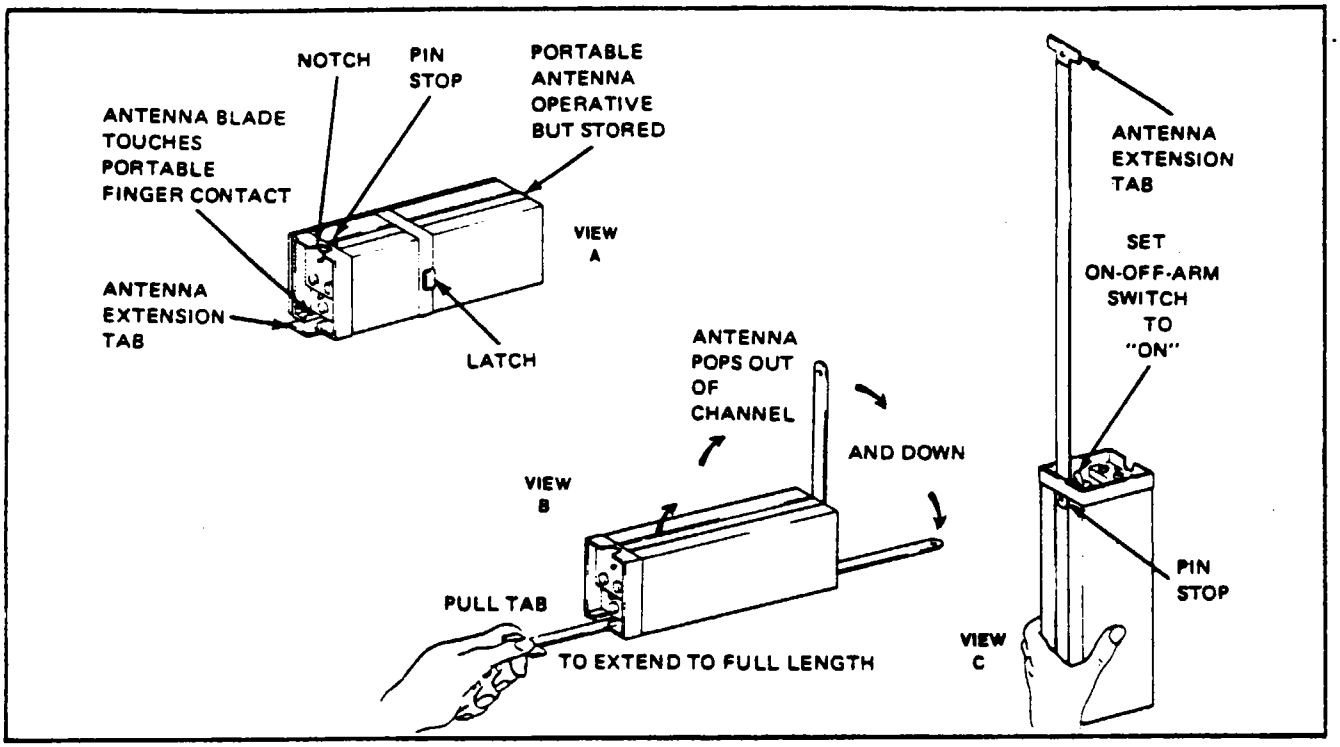

Figure 12-5. ELT Portable Folding Antenna (Narco.)
12-10. BATTERY REMOVAL AND INSTALLATION (Narco) The ELT is located under the dorsal fin between sta. 304.75 and sta. 317.00. (Refer to Figure 12-5 and 12-6.)
e. Extend the portable antenna. (See Figure 12-5.)